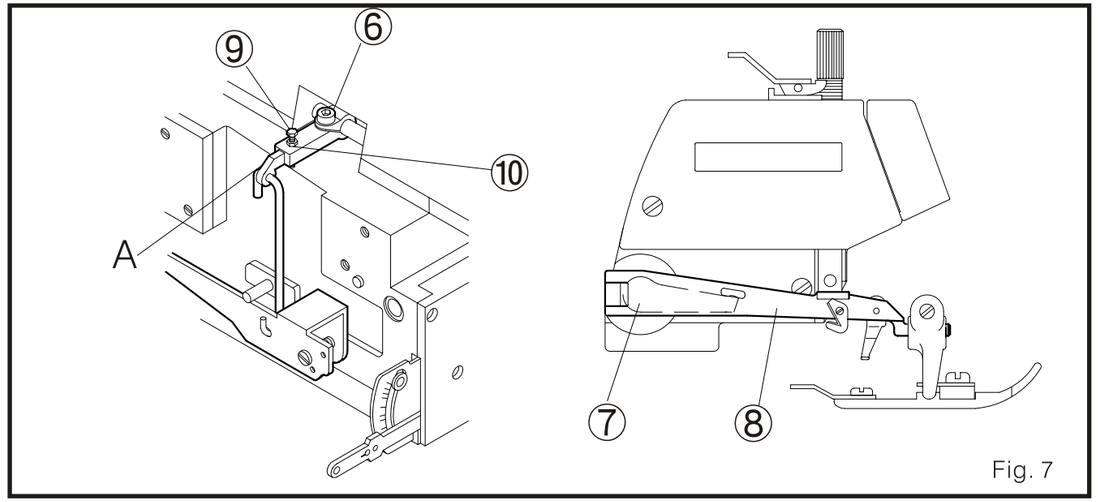

Fig. 7
6. Cuando este cambiando la inclinación del transportador dentado. Por favor también ajuste la altura del mismo (Fig. 7)